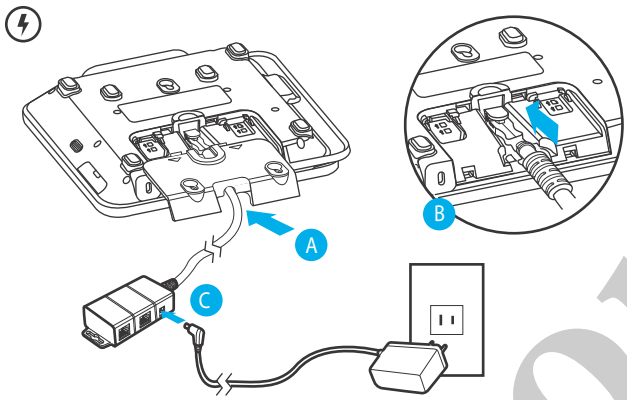

Figure 4 Multiport Cable Connected on the Rear of the Unit
2 Connect the multiport cable at the back of the device, Figure 4 (B).